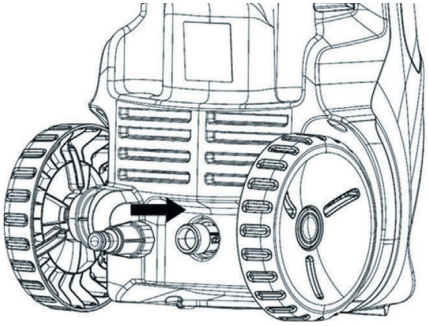

Рис. 9
8. Установите фильтр предварительной очистки воды на резьбовое отверстие входного штуцера подачи воды в корпус мойки, закрутив фильтр по часовой стрелке (Рис.9).